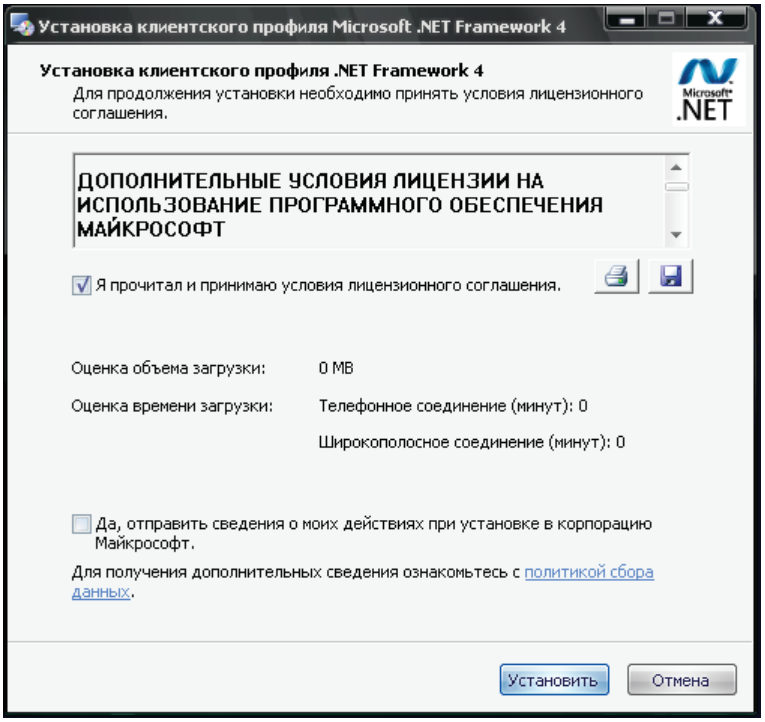

Рис.6
7) в следующем окне (рис.6) необходимо установить галочку "Я прочитал и принимаю условия лицензионного соглашения" и нажать кнопку "Установить";